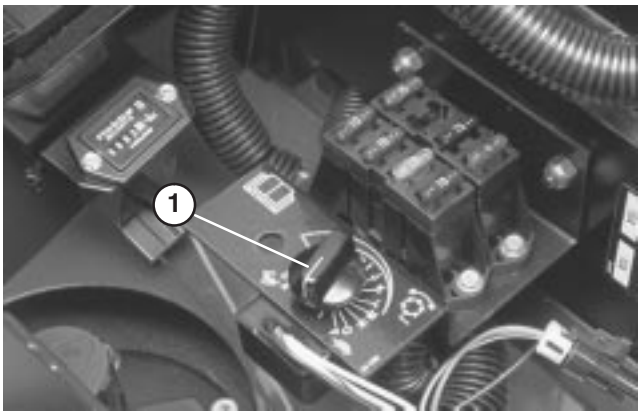

Figure 59
3. Open control cover and turn the H.O.C. selection knob to position “P” (Fig. 59).